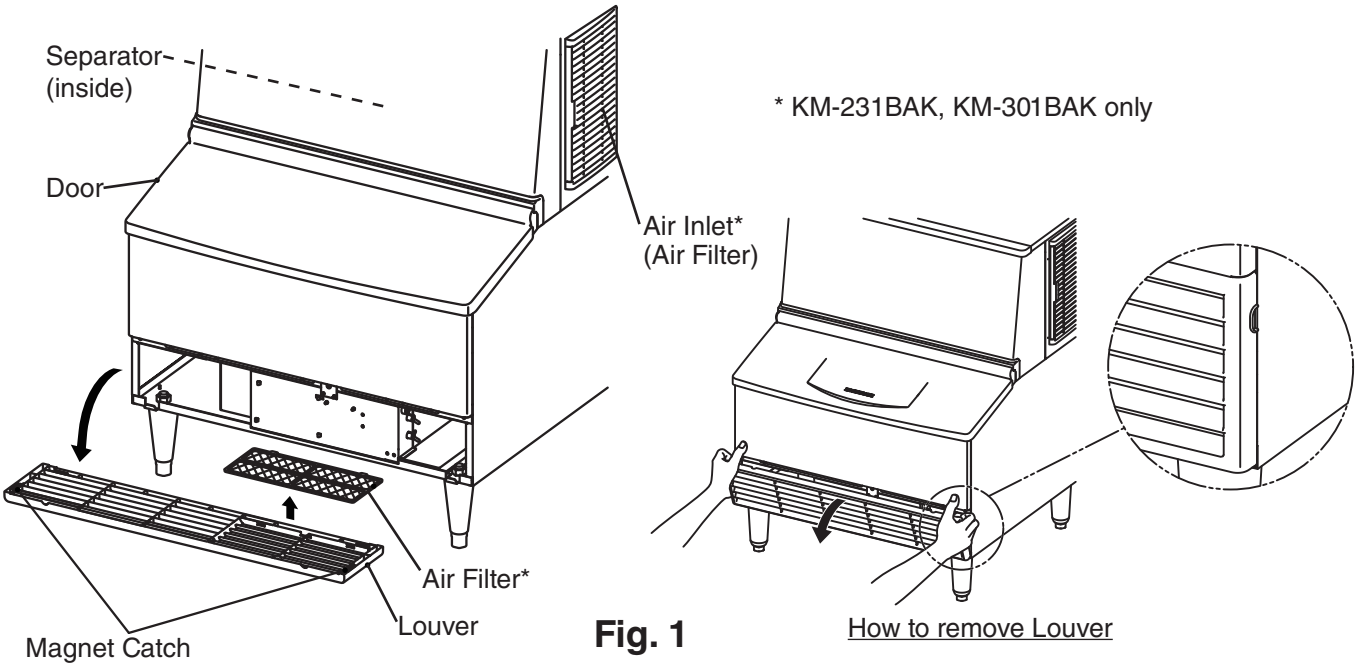

Fig. 1
• Remove all shipping cartons, tape, and packing material. If any are left in the appliance, it will not work properly. • Remove the shipping tape holding the door and separator. See Fig. 1.
See Fig. 1